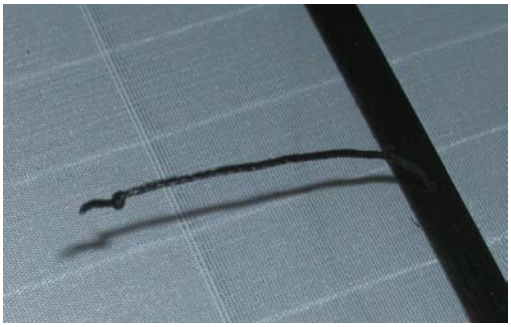

Figure 38: Keeper knot on the end of the bridle lines.
48. Take the 11.5" piece with the 1 loop. Thread the 'empty' end through the 3.5" hole from the front and to the back. Affix with a small knot quite close to the end. See Figure 38.